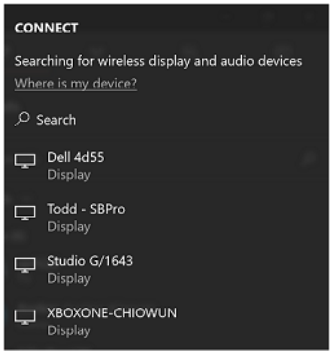

Figure 2: Connect UI
- **Using a hotkey.** Select the **Windows logo key+ K** (Figure 2).